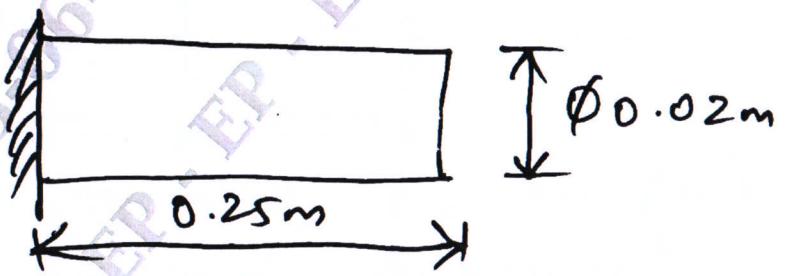

Fig. Q10 (b)
b. Evaluate Eigen value of longitudinal vibration of the constrained uniform bar shown in Fig. Q10 (b). Take minimum two elements. Take E = 210 GPa and $\delta = 7860$ kg/m^3. **(10 Marks)**